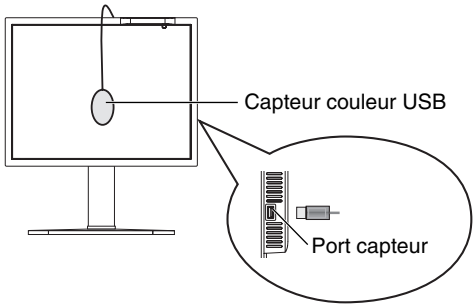
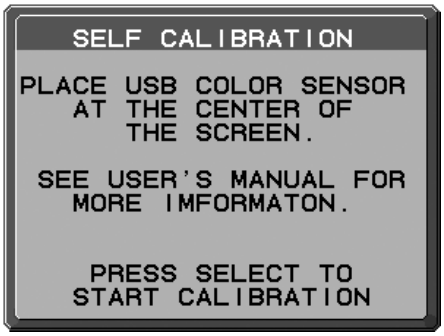

Figure S.1
Figure S.3
1. Pour afficher le menu CALIBRAGE, branchez le capteur couleur USB au port capteur (**Figure S.1**)*1 ou sélectionnez CALIBRAGE AUTOMATIQUE dans le menu avancé (page 25).
4. Lors de la procédure, on vous demandera de placer le capteur de couleur USB au centre du panneau d'affichage (**Figure S.3**). Inclinez le panneau d'affichage d'environ 5° vers l'arrière et placez le capteur couleur USB au centre du panneau d'affichage (**Figure S.1**).